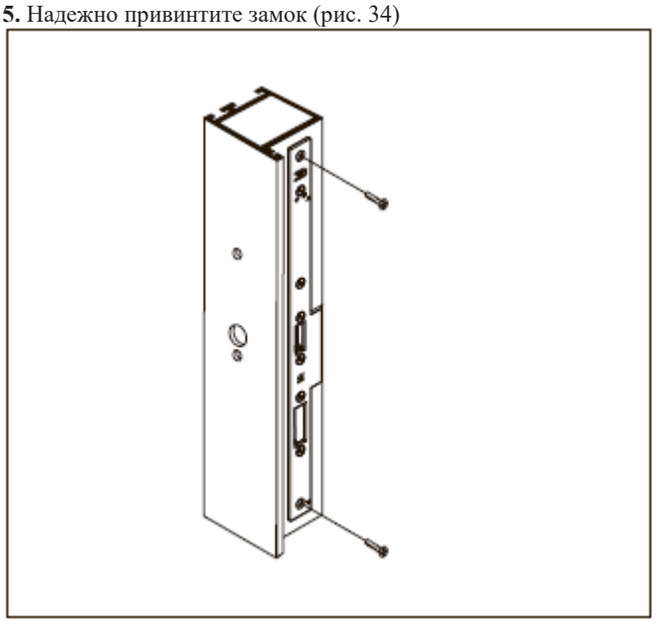

Рис. 34 Привинчивание замка
5. Надежно привинтите замок (рис. 34)